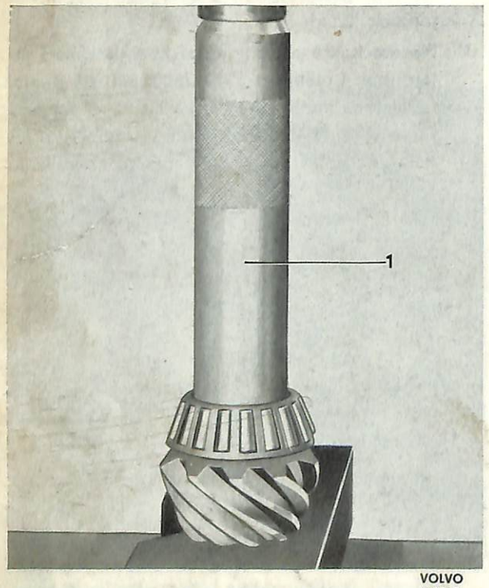
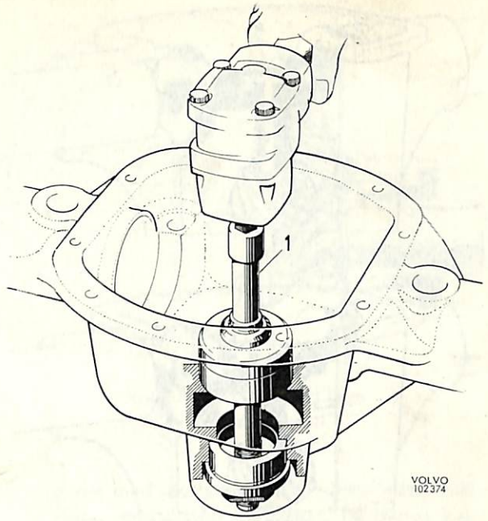

Bild 46. Montering av bakre pinjonglager
Bild 47. Montering av lagerringar
4. Pressa bakre lagret på pinjongen med hylsa SVO 2395, se bild 46. OBS! Den bricka som ligger under bakre lagrets innerring på en ny Volvo-växel skall **inte** monteras vid renovering. Lägg i de uppmätta justermellanläggen och pressa i båda lagrens ytterringar med verktyg SVO 2688 för Spicer 23-växel och SVO 2686 för övriga, se bild 47.